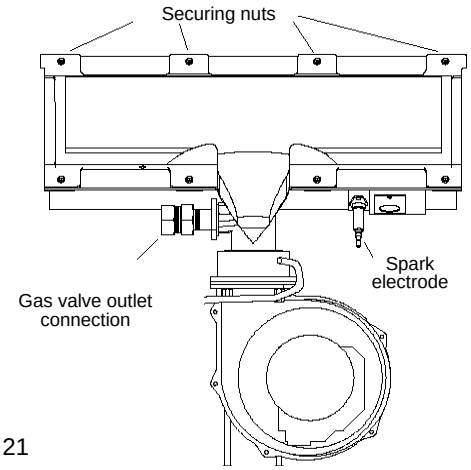

Fig. 21
6.13 BURNER (fig. 21 & 23)
6.14 ELECTRODE (fig. 21 & 22)